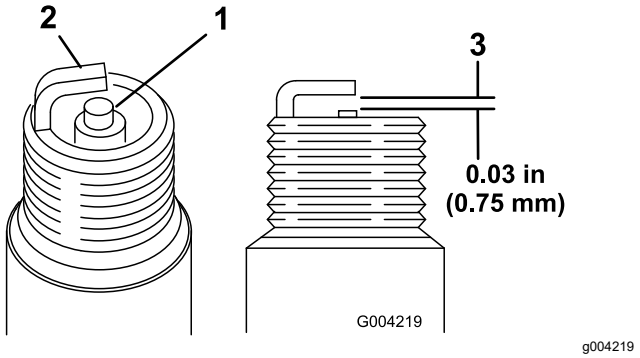

Figur 48
1. Se på midten af begge tændrør (Figur 48). Hvis der kan ses en lys brun eller grå farve på isolatoren, fungerer motoren korrekt. En sort belægning på isoleringen betyder normalt, at luftfilteret er snavset.
2. Kontroller gnistgabet mellem midter- og sideelektroderne (Figur 48).
3. Bøj sideelektroden (Figur 48), hvis gabet ikke er korrekt.